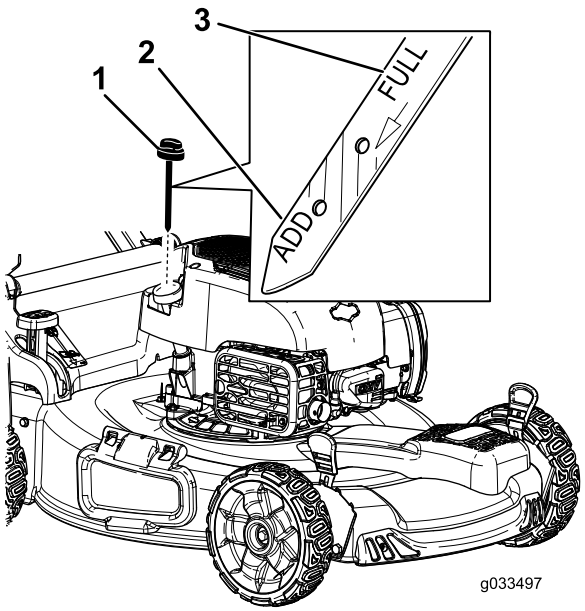

Bild 8
2. Entfernen Sie den Peilstab (Bild 8) und füllen Sie Öl in den Einfüllstutzen bis ca. 3/4 des Füllvolumens des Kurbelgehäuses ein.
5. Nehmen Sie den Peilstab heraus und lesen Sie den Ölstand am Peilstab ab, siehe Bild 8.